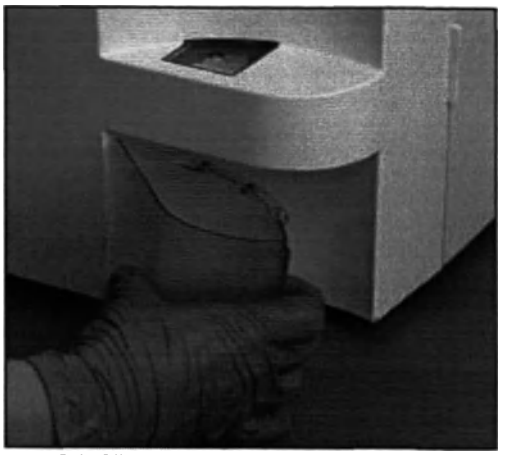

Рисунок 24. Извлечение отделения для отходов
6. По мере заполнения отделения для отходов извлеките его и избавьтесь от содержимого (Рисунок 24).